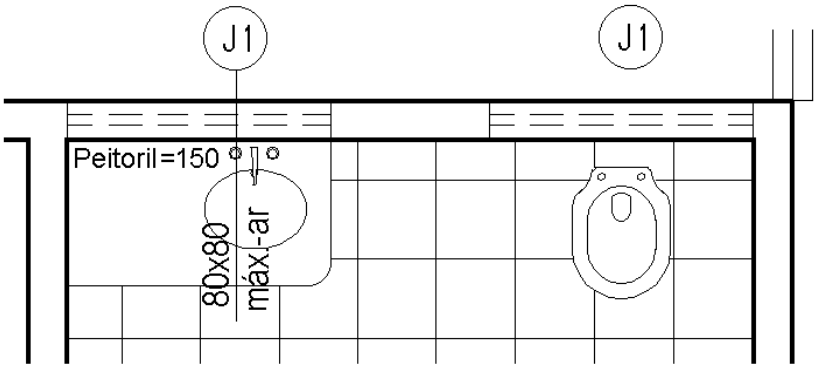

FIGURA 2-E
2) Caso existam janelas com as mesmas dimensões, pode-se indicar na repetição a simbologia simplificada como na FIGURA 2-E. Nos casos em que a altura do peitoril for diferente, este deverá ser cotado junto à janela.
3) Para janelas que estejam acima da altura do plano de corte, que varia entre 1,20m e 1,80m, sugere-se indicá-las em projeção, conforme a FIGURA 2-E.